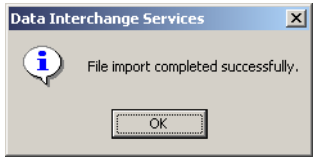

Figure 15-16 Successful import
8. Click **OK** when you are informed the file has been imported successfully (Figure 15-16).